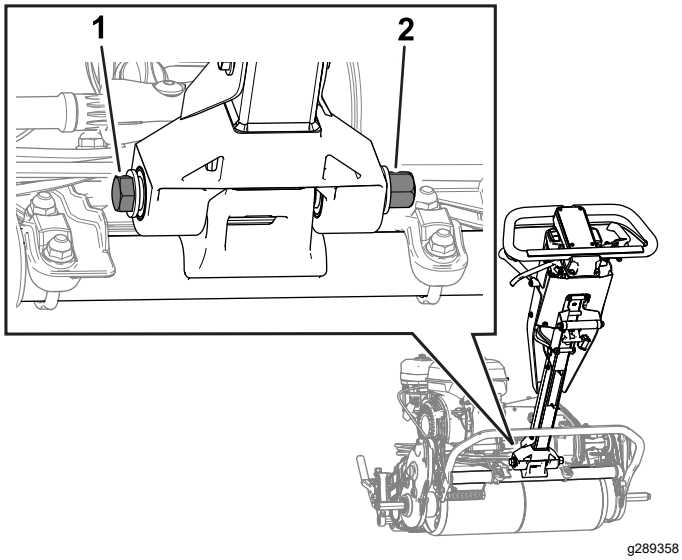

Figur 43
2. Løsn bolten og møtrikken som vist i Figur 43.